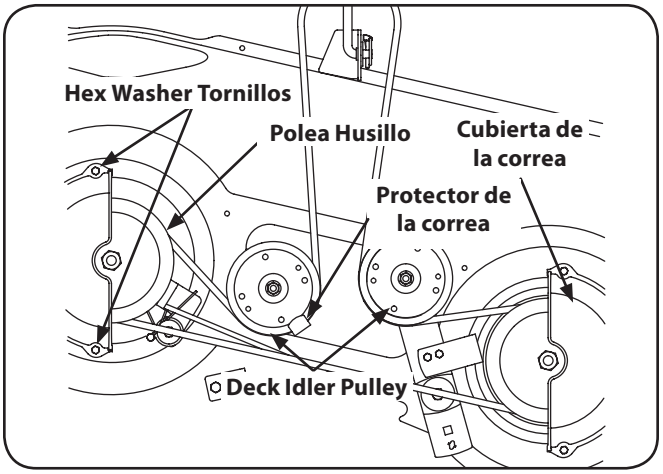

Figura 7-9
2. Retire la cinta cubre quitando los tornillos hexagonales que sujetan lavadora a la cubierta. Véase la figura. 7-9.
4. Retire con cuidado la cinta de cubierta de alrededor de las dos poleas del husillo y las dos poleas polea tensora de la cubierta. Véase la figura. 7-9.
5. Para colocar la correa nueva, empieza haciendo que el cinturón alrededor de las dos poleas exterior del huso, como se muestra en la figura. 7-9.
6. Luego, la cinta de ruta alrededor de las dos polines poleas de la cubierta como se muestra en la figura. 7-9.